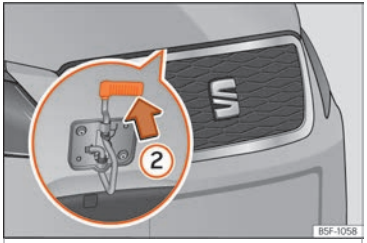

Abb. 309 Hebel unter der Motorraumklappe.
- Zum Anheben der Motorraumklappe drücken Sie den Hebel unterhalb der Motorhaube nach oben ››› Abb. 309 (2). Dabei wird der Fanghaken entriegelt.